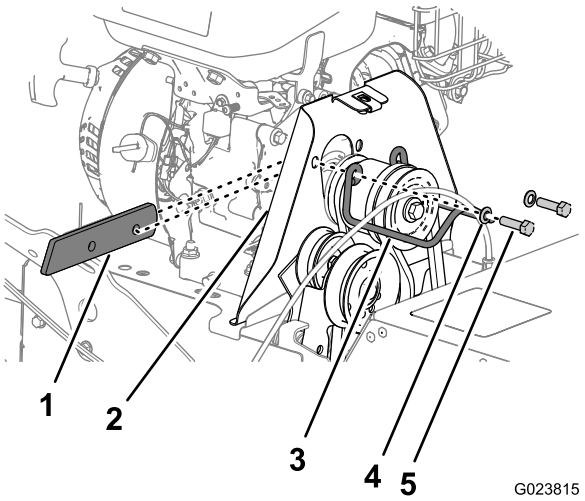

Figure 39
2. Retirez les 2 boulons et les 2 rondelles qui fixent le guide de courroie à la machine, et déposez le guide et l'entretoise (Figure 39).
4. Intercalez l'entretoise entre le moteur et la protection de la poulie, en alignant les trous de l'entretoise, du moteur et de la protection (Figure 39).
5. Fixez le guide de poulie à la machine à l'aide des boulons et rondelles (Figure 39) que vous avez retirés à l'opération 2 de la section Dépose de la courroie d'entraînement du balai (page 26).